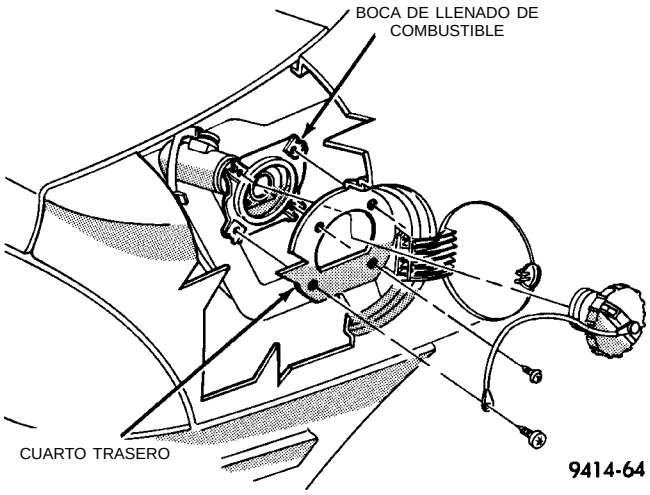

Fig. 34 Boca de llenado de combustible
(1) Afloje el tapón del tubo de la boca de llenado de combustible.
(2) Retire los tornillos de la boca de llenado de combustible (Fig. 34).
(3) Desconecte el tubo de vapor de la boca de llenado de combustible.
(4) Desconecte el tubo de la boca de llenado de combustible del depósito de gasolina. Retire la boca de llenado.